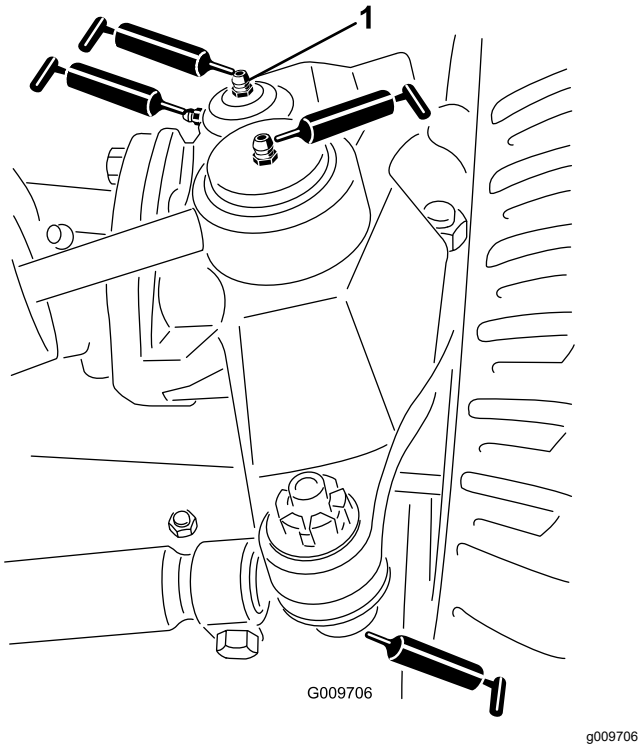

Рисунок 81
- Шаровые опоры гидроцилиндра рулевого управления (2 шт.) (Рисунок 81)
- Шаровые опоры стяжной тяги (2 шт.) (Рисунок 81)
- Втулки поворотных шкворней (2 шт.) (Рисунок 81). **Верхнюю масленку на поворотном шкворне следует смазывать только раз в год (2 хода насоса).**